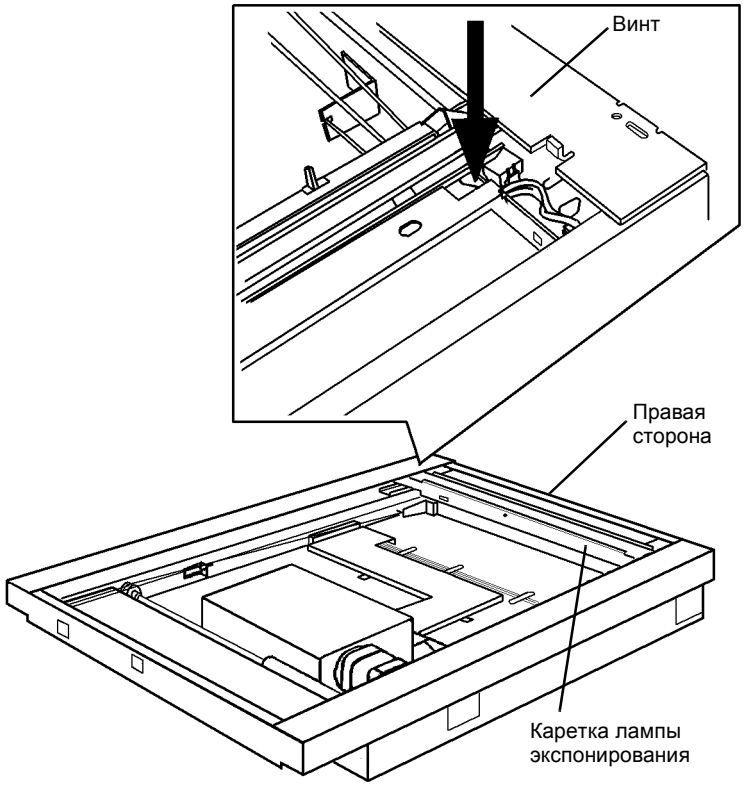

Рисунок 2 Регулировка кареток
1. Отрегулируйте каретки (Рисунок 2).
c. Прижимя каретку к правому краю RIS, затяните винты (2).